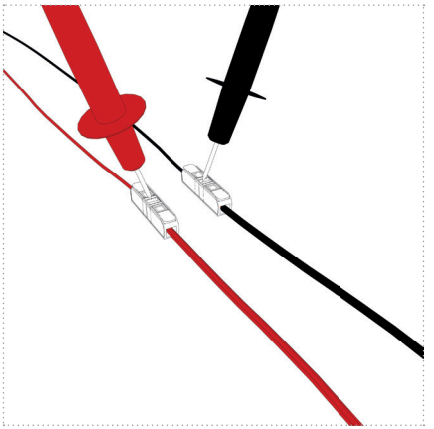

Abbildung: 22
7. Stecken/drehen Sie die Sicherung des Stromkreises der UV-Einheit wieder ein und überprüfen sie auf die korrekte Netzspannung an den Prüföffnungen der Verbindungsklemmen (Abbildung 22).